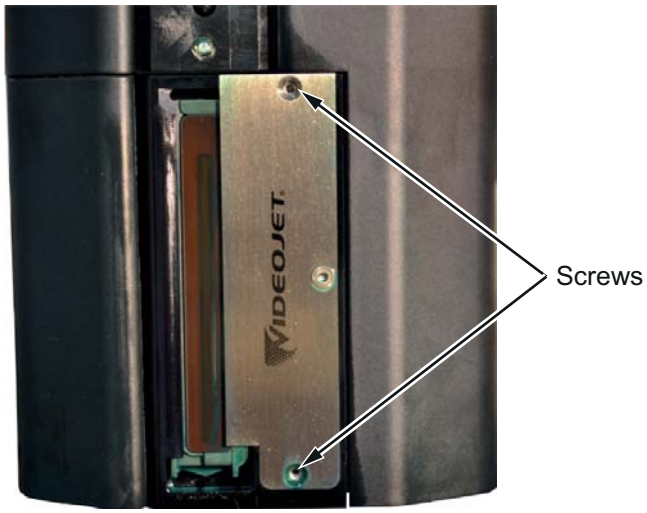

Figure 7-21: Remove Nozzle Plate Securing Screws
a. Remove the two screws that attach the nozzle plate to the printhead as shown in Figure 7-21.